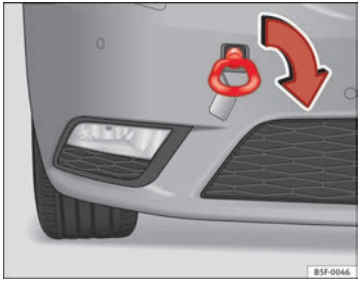

Fig. 133 Right side of the front bumper: towline anchorage screwed in
– Screw the towline anchorage into the screw connection as far as it will go ⇒ Fig. 133 and tighten with the wheel brace.